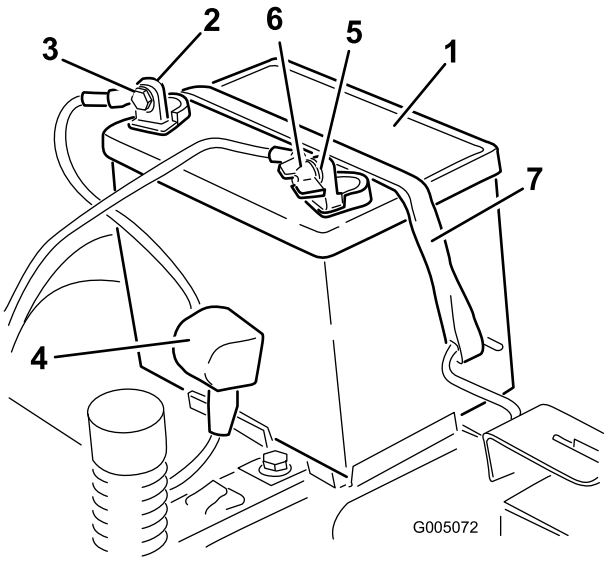

Figur 42
4. Tag det sorte minusjordkabel af batteriets pol (Figur 42).
6. Tag det (røde) positive kabel af batteriets pol (Figur 42).
7. Fjern batteritilholderen (Figur 42) og løft batteriet op fra batteribakken.
1. Placer batteriet i bakken (Figur 42).
5. Fastgør batteriet med tilholderen (Figur 42).